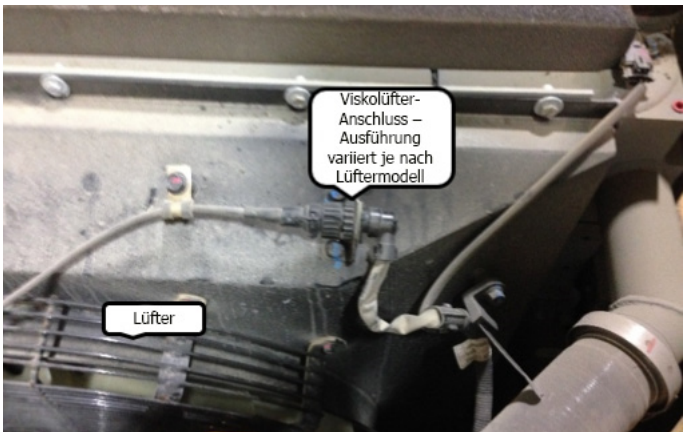

Abbildung 2
1. Schließen Sie den Viskokupplung-Simulator an. Abbildung 2.